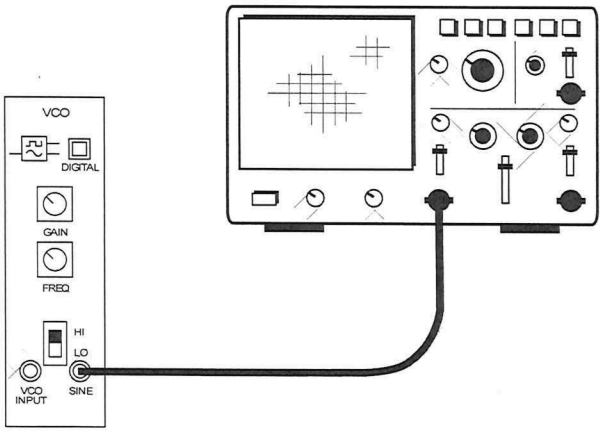

Figure 3
7. Connect the set-up shown in Figure 3 below.
22. Connect the set-up in Figure 3 again using the ETT-101-21 expansion board's VCO module.